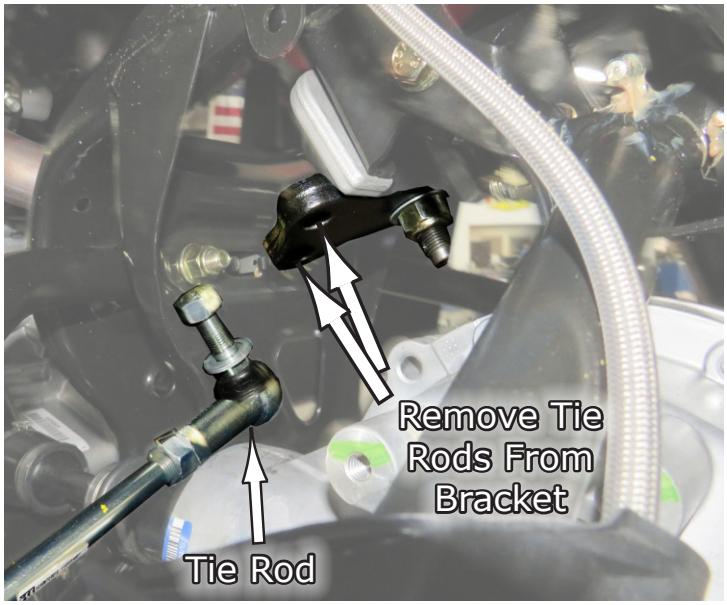

**Fig.45**
**37**. Then remove the Tie Rods from the bracket as shown in **Fig45**.